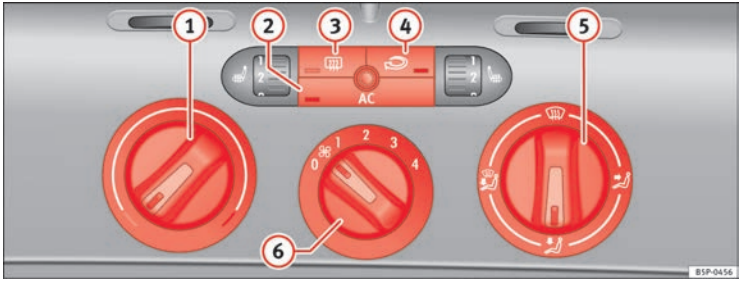

Fig. 126 On the dash panel: Climatic controls
– Using the knobs ⇒ fig. 126 (1) and (5) and knob (6) you can set the temperature, air distribution and blower speed.
– To switch a function on or off, press the appropriate button (2), (3) or (4). When the function is activated, the display window in the lower corner of the button is lit.
(1) Temperature selector ⇒ page 162
(2) AC button – Heating, ventilation and air-conditioning system on/off ⇒ page 162
(3) button – Heated rear window The heating will be switched off automatically approximately *20 minutes* after switching on. It can also be switched off beforehand by pushing the button.
(4) Button – Air recirculation mode ⇒ page 163
(5) Air distribution control ⇒ page 162
(6) Blower switch. There are four speed settings for the air flow. The air flow should always be set at the lowest speed when driving slowly.
– Switch on the air conditioner using the button ⇒ page 161, fig. 126 AC.